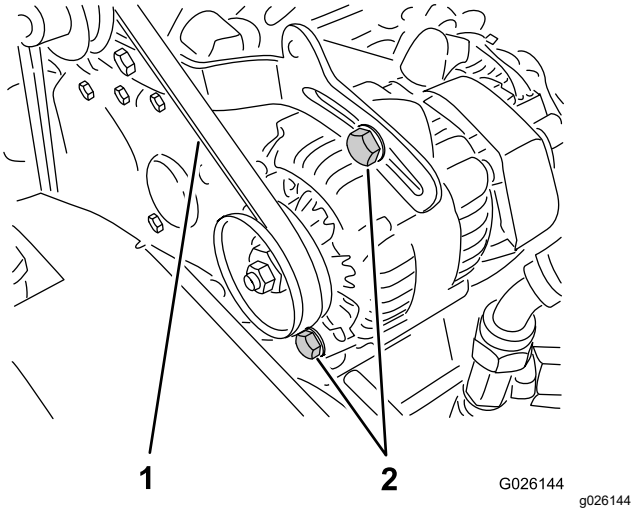

Figura 62
2. Verifique a tensão pressionando a correia a meio curso entre a cambota e as polias do alternador com uma força de 10 kg (Figura 62).
A. Desaperte os 2 parafusos de fixação do alternador (Figura 62).
B. Utilizando um pé de cabra, rode o alternador até atingir uma tensão adequada da correia; depois, aperte os parafusos de montagem (Figura 62).